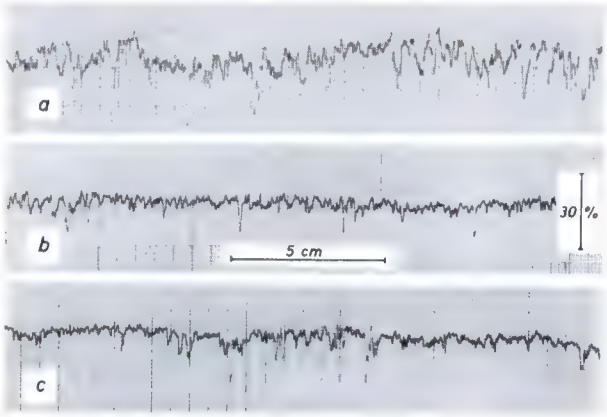

*Bild 6. Amplitudenmodulation eines 3000-Hz-Tons bei 16 Bildern je Sekunde und auf verschiedenartigen Magnettonspuren;*
*Bild 6 a* zeigt z. B. das Verhalten einer *aufgeschmierten* Tonspur, *Bild 6 b* das eines aufgeklebten Tonbandes und *Bild 6 c* das einer durch sogenanntes *Laminieren* (eine Art Abziehbildverfahren) aufgetragenen Tonspur. Das zuletzt genannte und neueste Verfahren ist – wie man sieht – hinsichtlich der Amplitudenmodulation dem aufgeklebten Band gleichwertig, aber nicht überlegen. Da es aber umständlicher und daher teurer in der Anwendung ist, konnte es sich für den 8-mm-Film bisher noch nicht durchsetzen.